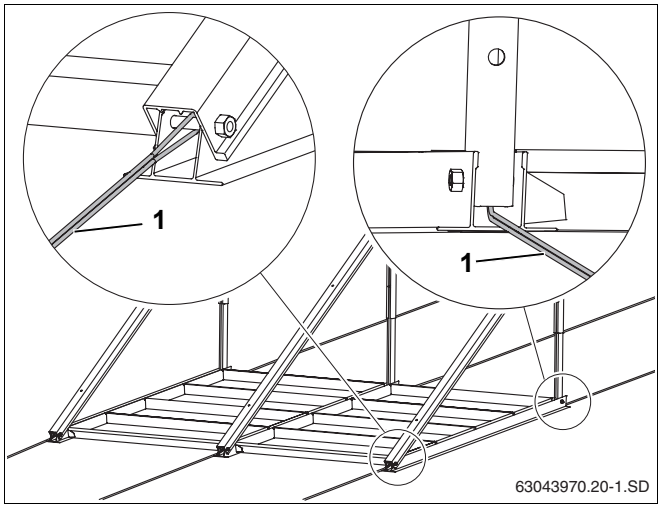

Rys. 28 Stojaki do montażu na dachu płaskim zabezpieczone liną
- Każdy kolektor przymocować przynajmniej 2 linami stalowymi (rys. 28, **poz. 1**) do śruby dolnego profilu i odpowiedniego miejsca na dachu.